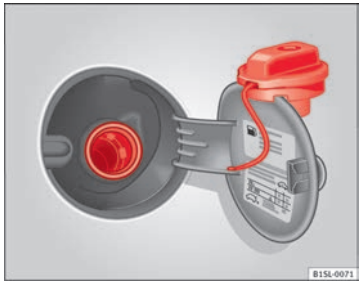

Fig. 110 Open tank flap with tank cap attached to the holder
- Take out the fuel tank plug by turning it in an anticlockwise direction and rest it on the upper part of the fuel tank flap ⇒ Fig. 110.